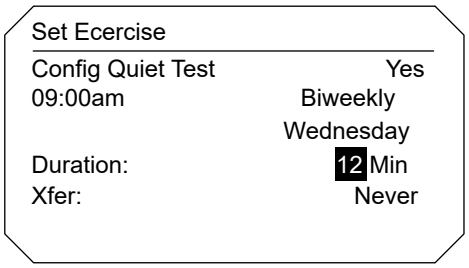

Figure 2-37. Highlight Desired Value
2. See ***Figure 2-37***. Press the ENTER button again to highlight the value if needed. If multiple settings are